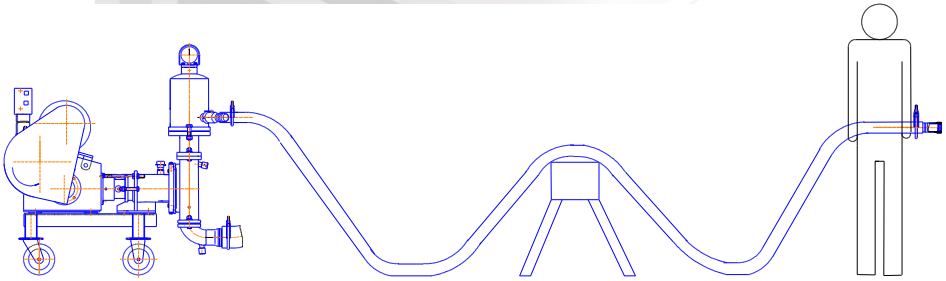

Рис.2
2.4.8. Для подачи раствора на дальние расстояния с преобладанием подачи по горизонтали необходимо растворовод в месте подсоединения к нагнетательному патрубку уложить на возвышение высотой приблизительно 1 м (рис. 2). При большом расстоянии подачи смеси растворопровод следует поднимать каждые 15-20 метров.